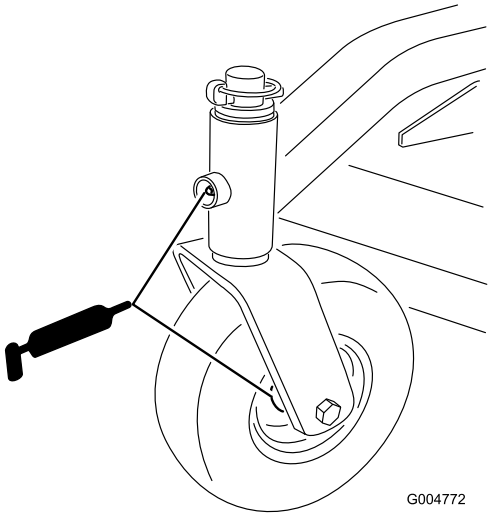

Figur 15
- forreste styrehjuls spindelbøsninger (Figur 15)
- forreste og bageste styrehjuls lejer (Figur 15)